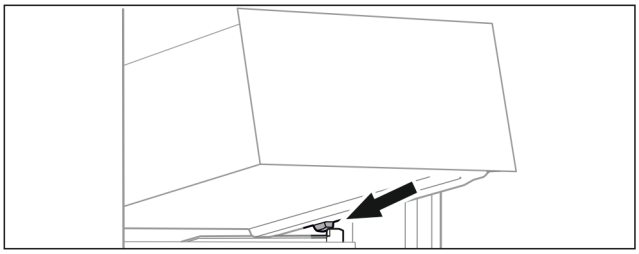

*Fig. 167*
- ▶ Așezați sertarul oblic în spatele opritoarelor pe nervura recipientului. (vezi Fig. 167)